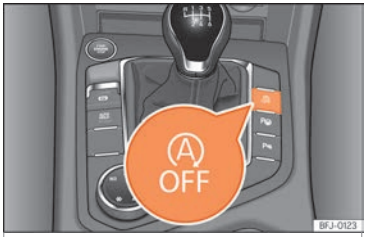

Fig. 163 Console centrale : touche du système Start-Stop.
- Pour désactiver/activer manuellement le système Start-Stop, appuyez sur la touche Ⓐ OFF ››› **fig. 163**.